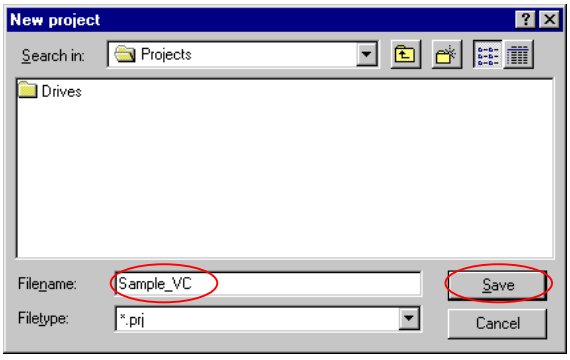

Fig. 5-9 Dialog box for creating a project
- After that, enter a project name that is not yet being used in field "Filename" in the following dialog box (Fig. 5-9) and save the project with button *Save*.